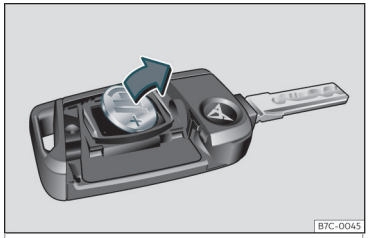

Fig. 68 Llave del vehículo: extracción de la pila.
- Extraiga la pila del compartimento con un objeto fino adecuado ››› **fig. 68**.
- Coloque la pila nueva tal como se muestra ››› **fig. 68** y presiónela en el compartimento para la pila en sentido contrario a la flecha ››› ❗.